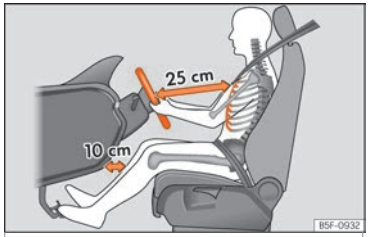
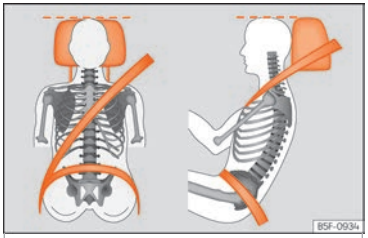

Fig. 86 La separación correcta entre el conductor y el volante debe ser de 25 cm como mínimo (10 pulgadas).
Fig. 87 Banda del cinturón y apoyacabezas ajustados correctamente.
- Ajuste el apoyacabezas de modo que el borde superior quede, en la medida de lo posible, a la altura de la parte superior de la cabeza, en ningún caso por debajo de los ojos. Mantenga la nuca lo más cerca posible del apoyacabezas ››› fig. 86 y ››› fig. 87.
- Ajuste el volante de modo que quede a una distancia de, por lo menos, 25 cm (10 pulgadas) del esternón ››› fig. 86 y lo pueda sujetar con ambas manos por los lados, por la parte exterior, con los brazos ligeramente flexionados.
- Ajuste longitudinalmente el asiento de forma que pueda pisar a fondo los pedales con las rodillas ligeramente flexionadas y que quede una distancia entre la zona de las rodillas y el tablero de instrumentos de al menos 10 cm (4 pulgadas) ››› fig. 86.